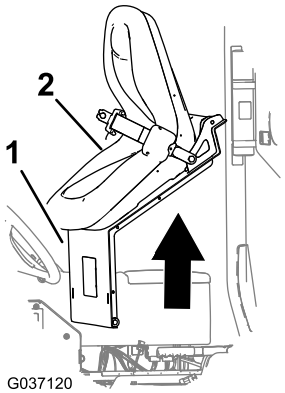

Figur 6
5. Løft setet og seteplaten opp og ut av maskinen (Figur 6).